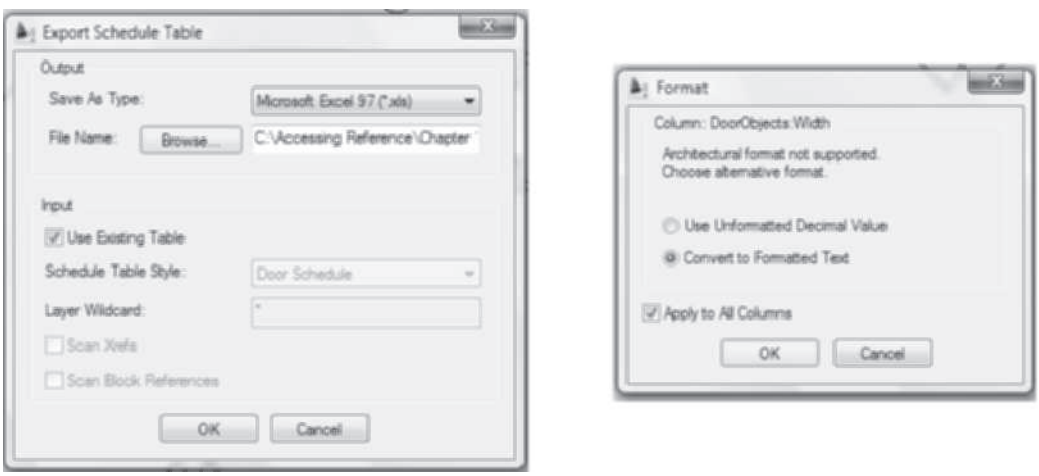

FIGURE 11.88 *Door schedule exported to the Excel program*
18. Select the schedule and choose **Export** from the Modify panel of the Schedule Table tab to open the **Export Schedule Table** dialog box shown in Figure 11.88. Select the **Browse** button, navigate to your student folder, and edit File name = **Lab 11-3**, Save As Type = **Microsoft Excel 2003 (*xls)**, and save in your student directory. Click **Save** to complete the selection and dismiss the **Create File** dialog box.
19. Click **OK** to dismiss the **Export Schedule Table** dialog box. **Imperial only:** Verify that the **Convert to Formatted Text** radio button is selected and **Apply to All Columns** is checked in the **Format** dialog box as shown in Figure 11.88. Click **OK** to dismiss the Format dialog box.